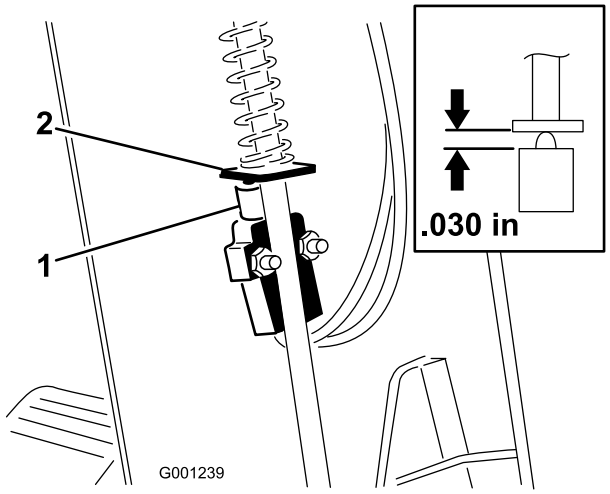

Figur 62
3. Dra dekselet opp langs styreakselen for å få tilgang til PARKERINGSBREMSEBRYTEREN (Figur 62).
5. Juster dreievingen på parkeringsbremsestangen slik at den er på linje med brytertappen (Figur 62)
6. Trykk ned på parkeringsbremsestangen og skyv opp bryteren til den sammentrykte lengden på brytertappen er 0,76 mm (Figur 62, innfelt).